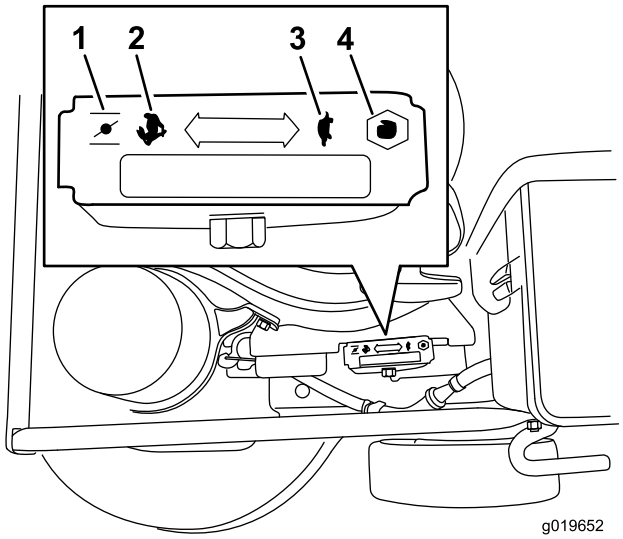

Figur 7
3. Flyt gashåndtaget til **choker**-position (Figur 7).